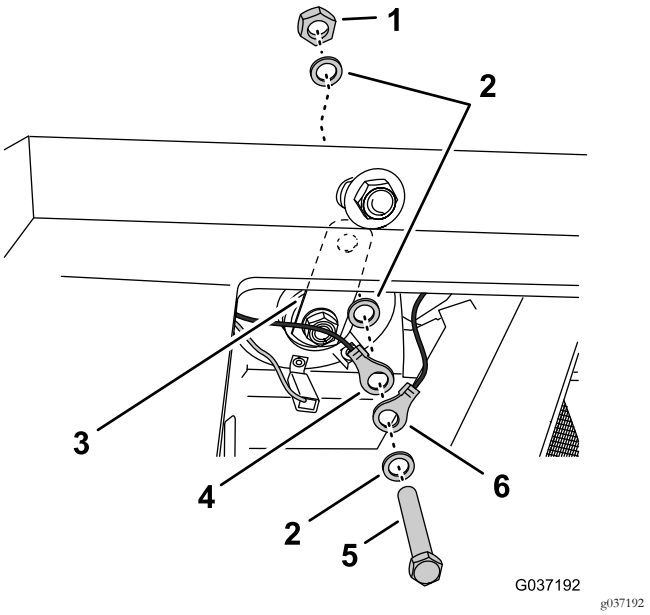

Figur 22
4. Fjern bolten, spændeskiverne og møtrikken, som fastgør ringklemmen på maskinens ledningsnet og beslaget til hornet (Figur 22).